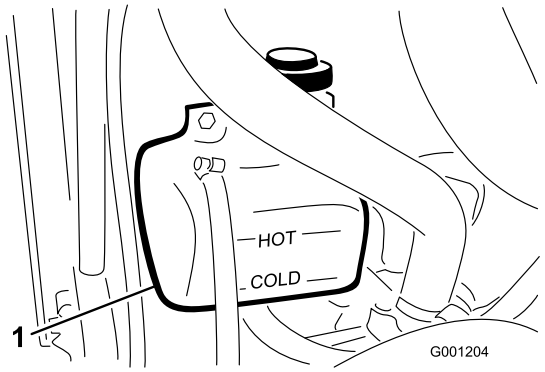

Figur 24
1. Kontrollera kylvätskenivån i expansionstanken (Figur 24). Nivån bör ligga mellan markeringarna på sidan av tanken.